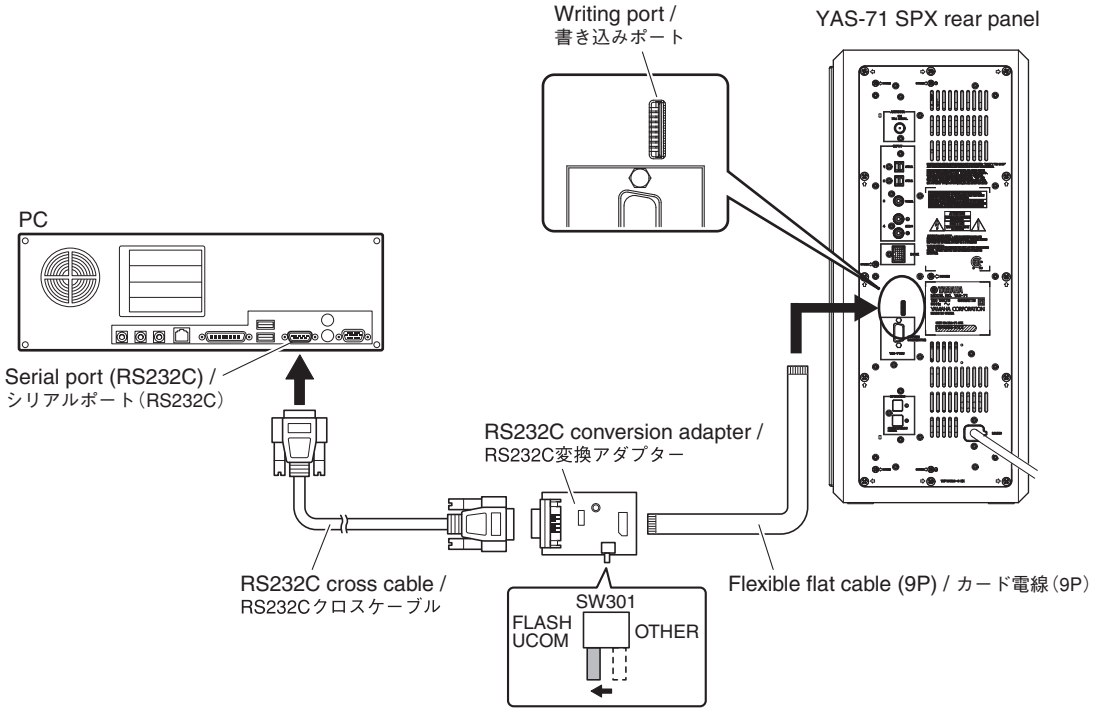

Fig. 1
2. Set the switch (SW301) of RS232C conversion adapter to the “FLASH UCOM” side. (Fig. 1)
3. Connect the writing port of this unit to the serial port (RS232C) of the PC with RS232C cross cable, RS232C conversion adapter and flexible flat cable as shown below. (Fig. 1)
2. RS232C 変換アダプターのスイッチ (SW301) を“FLASH UCOM”側に設定します。(Fig. 1)
3. 本機の書き込み用ポートと PC のシリアルポート（RS232C）を下記のように接続します。(Fig. 1)